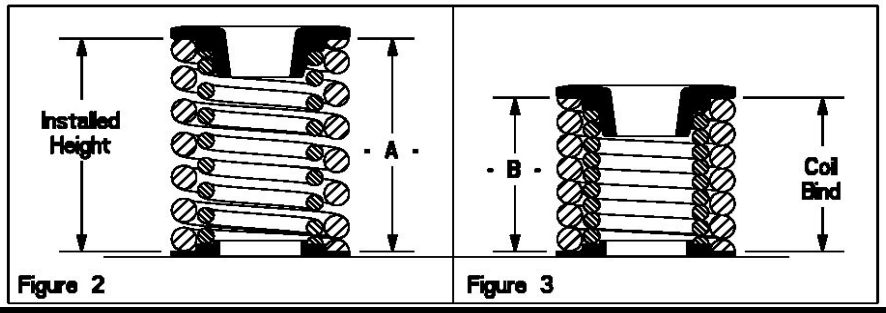

Figure 2 Figure 3
1. In Figure 2 the installed height is measured from where the Outer Spring contacts the Retainer and the Basewasher. This measurement is taken when the Valve, Basewasher, Retainer, and Keepers are assembled in the cylinder head.